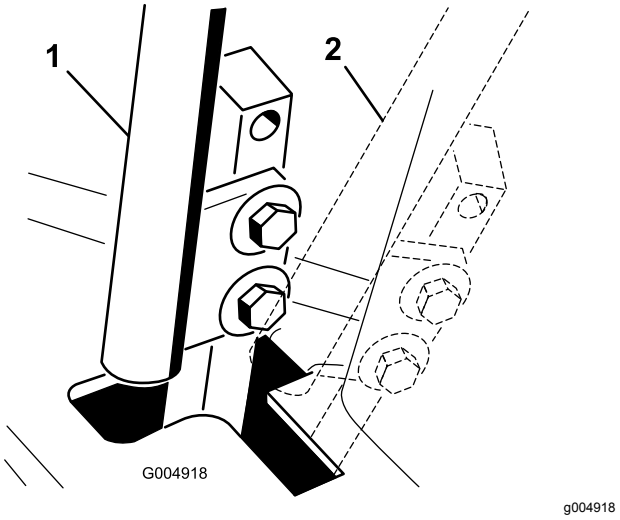

**図 51**
4. コントロールレバーをニュートラル位置にする**ロック位置にはしない**図 51。
6. コントロールレバーと、コンソールのノッチとの位置関係を見る図 51。